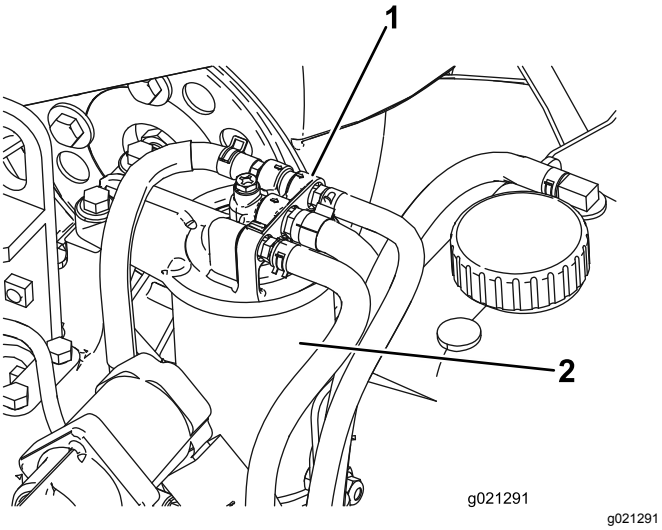

Figur 79
1. Gör rent omkring bränslefilterhuvudet (Figur 79).
2. Demontera filtret och rengör filterhuvudets monteringsyta (Figur 79).